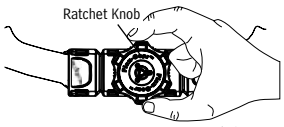

図 16
4. 頭部にしっかりとかつ快適にフィットするまでラチェットノブを回して、調節します。(図16)